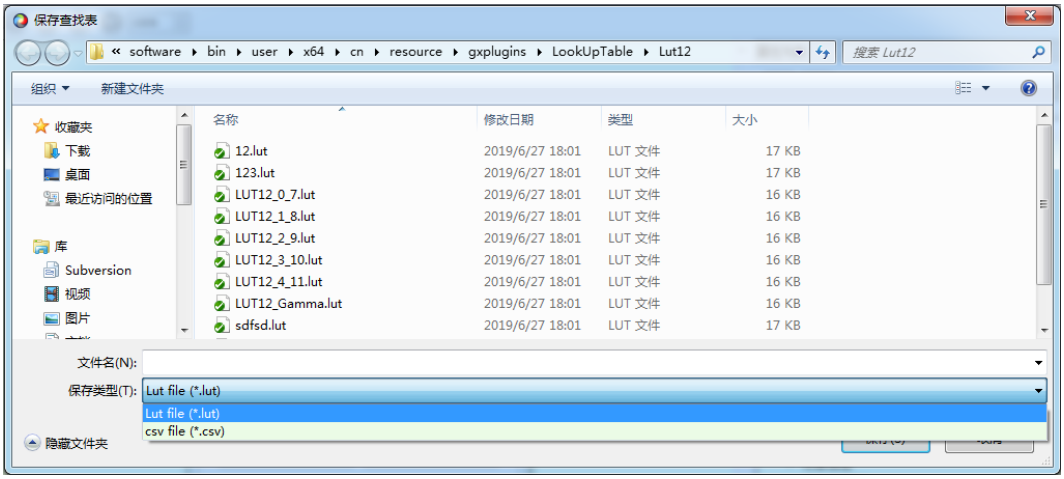

图 9-6 Lut 保存到文件
1) 选择 Lut 保存到文件中时，可以将当前的 Lut 查找表数据保存到本次文件中，保存的文件包含两种格式 lut 和 csv，如图 9-6 所示。